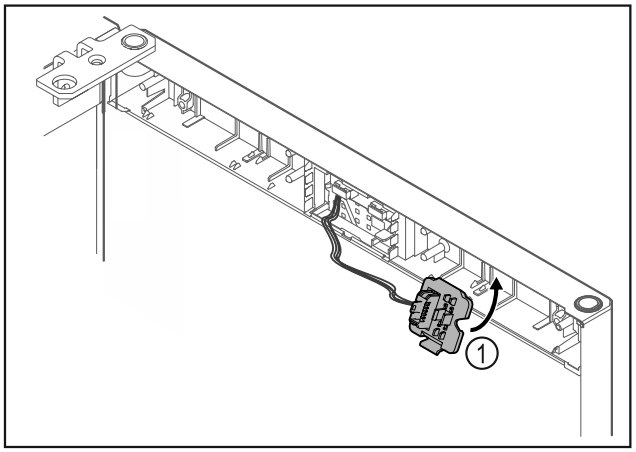

Fig. 14
▶ Зафиксируйте держатель штекера *Fig. 14 (1)* на противоположной стороне.*